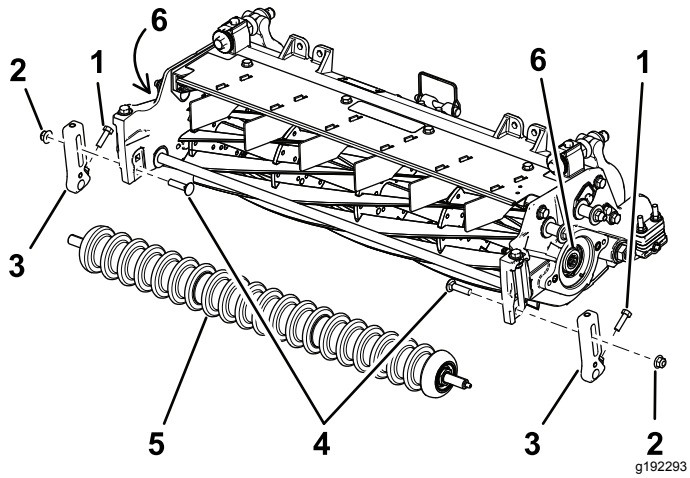

图3
2. 拆下把剪草高度HOC支架固定到滚刀组侧板上的托架螺栓和锁紧螺母图3。
3. 旋松将剪草高度支架固定至前滚筒轴上的螺丝图3。
4. 从滚刀组侧板上拆下现有剪草高度支架和前滚筒图3。
6. 使用滚刀驱动轴工具零件号 TOR4074用于 17.8cm 滚刀从滚刀轴的两端卸下并丢弃现有花键插入件。请参阅 图3。